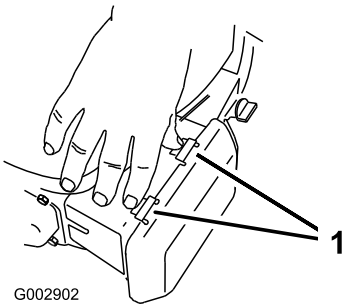

Figuur 37
1. Druk de lippen van de vergrendeling bovenop de luchtfilterdeksel omlaag (Figuur 37).